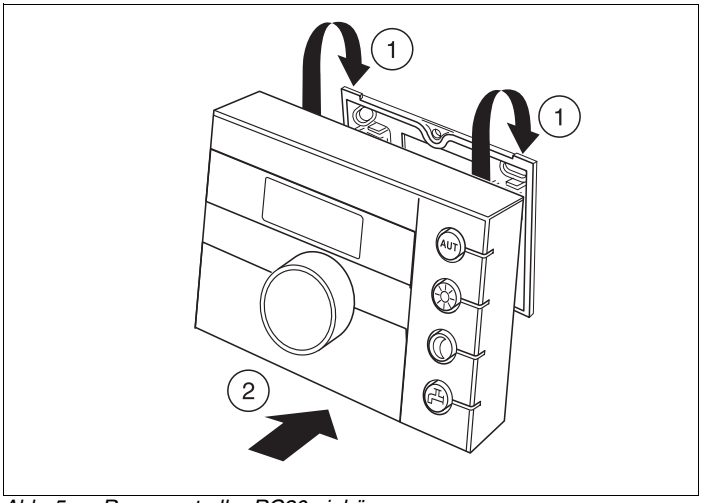

Abb. 5 Raumcontroller RC20 einhängen
- Raumcontroller RC20 oben in die Montageplatte in Pfeilrichtung einhängen (Abb. 5, **Schritt 1**).
- Raumcontroller RC20 unten in Pfeilrichtung gegen die Montageplatte drücken, bis diese einrastet (Abb. 5, **Schritt 2**).
- Raumcontroller RC20 auf der Unterseite (Abb. 5, **Schritt 2**) entriegeln und oben aushängen.